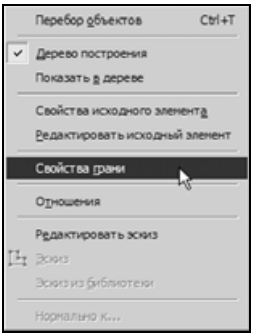

Рис. 2.107
- Щелчком правой клавиши вызовите контекстное меню и выполните команду **Свойства грани** (рис. 2.107).